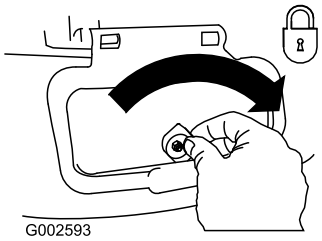

**Figuur 30**
**Belangrijk: Vergrendel het deurtje van de zijuitworp nadat u dit hebt gesloten (Figuur 30).**